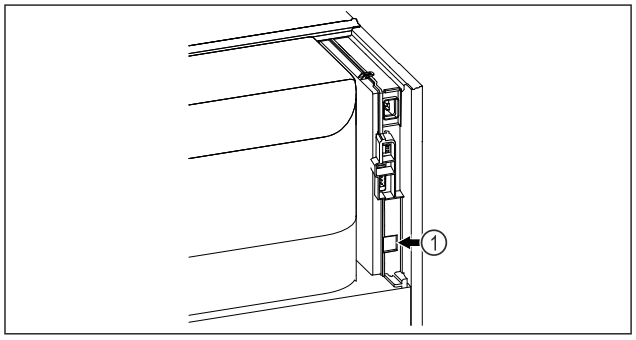

Fig. 172
❑ SmartModule *Fig. 172 (1)* este instalat.